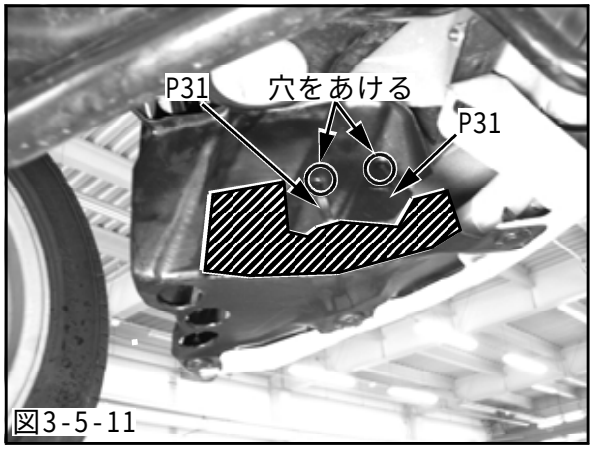

図3-5-11
(10)オイルクーラコアとインナーフェンダが干渉する部分(図3-5-11斜線部)をカッター等を使用して、切取ってください。(図3-5-11)
(11)図3-5-11のように、インナーフェンダに穴をあけタイラップ(大)を通し、インナーフェンダをオイルクーラステー№1に固定してください。(図3-5-11)(P31)